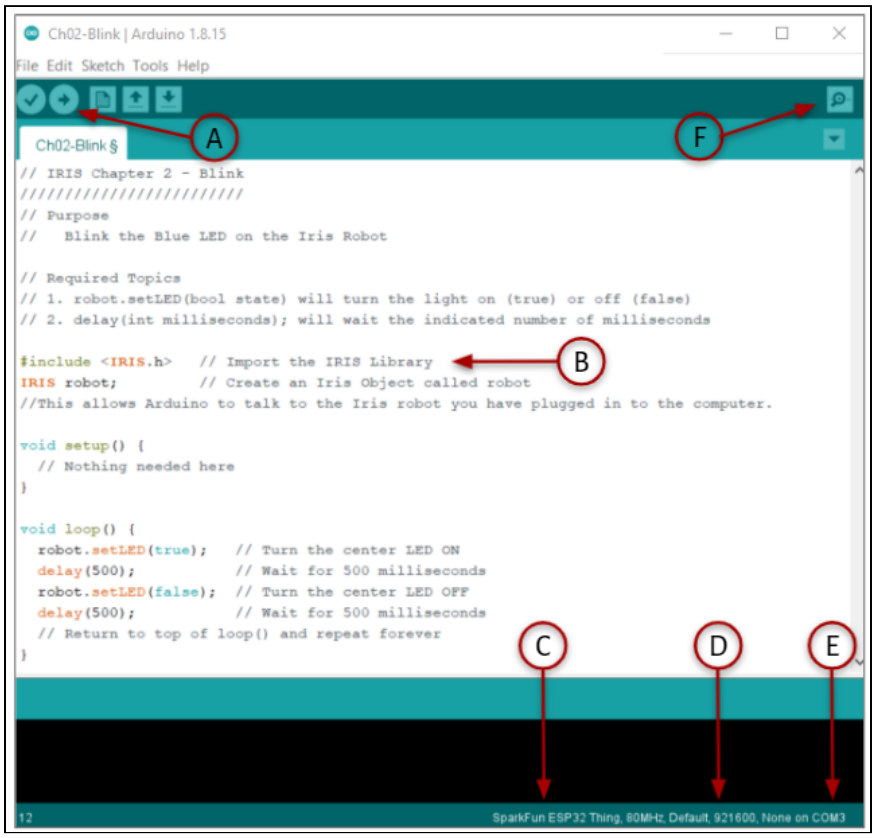

***Figure 8: Arduino IDE screenshot***
*Structure* components are how the functions and variables work together to create the sketch. One type of structure is mathematical operators such as * for multiplication and + for addition. Another type of structure are comparison operators such as < for less than, <= for less than or equal to, and != for not equal to. Other structure components define the rules for the code, known as syntax. An example of syntax would be curly braces {} used to define functions. The screenshot shown in Figure 8 below outlines what your Arduino IDE window will look like once you have gone through all of the set-up and opened up the first example program:
Once you have the Iris robot plugged into the computer and have gone through all of the set-up steps in section 1.4, you are ready to run the program. Hit the arrow button at the top of the Arduino IDE screen to compile the code on the Iris board (robot). See Figure 8 for more information. Remember that every time you change the code in the Arduino IDE, you will need to recompile and upload the code to the Iris board using the arrow button.